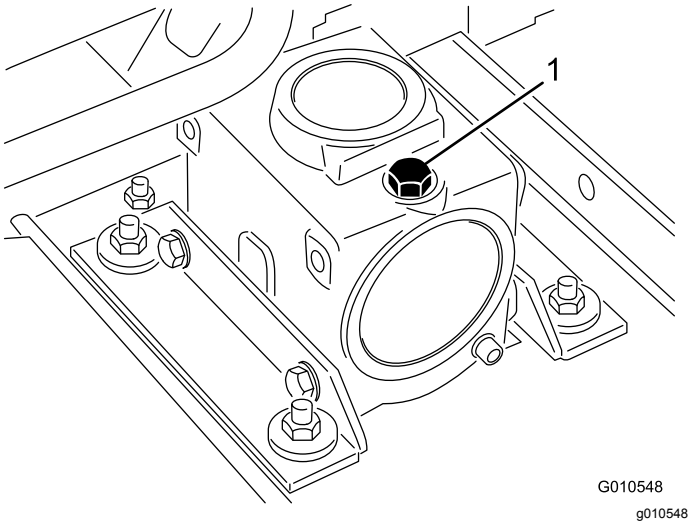

Figuur 18
2. Verwijder de peilstok/vulplug op de bovenkant van de tandwielkast (Figuur 18) en controleer of het peil van de tandwielolie tussen de merktekens op de peilstok staat. Als het oliepeil te laag is, vult u voldoende olie bij totdat het peil tussen de markeringen op de peilstok staat.